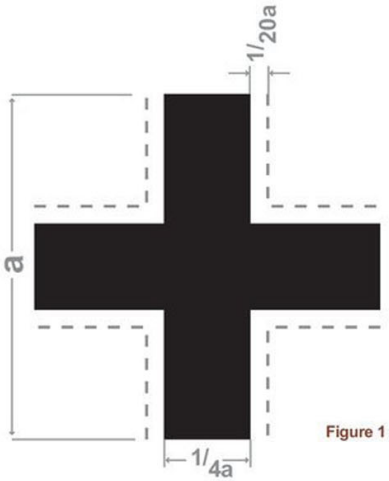
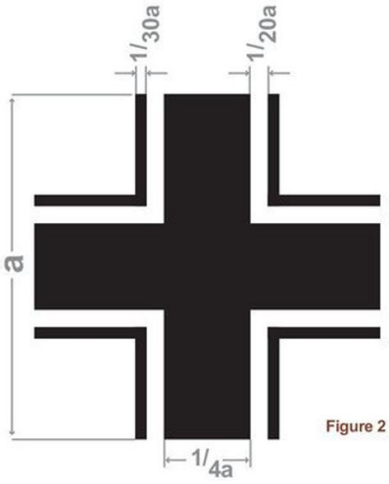

Figure 1
Figure 2
▶ Cette photo, qui semble tout droit sortie d'un magazine de propagande, montre un alignement d'Arado Ar 68 parfaitement anonymes, mais revêtus de la croix de fuselage « améliorée » (Fig. 2).
Au tout début, la *Balkenkreuz* est simplement noire avec un liséré blanc, dans les proportions de la figure 1. Vers la mi-1936, afin d'en augmenter la distance de visibilité, une bordure noire est ajoutée aux équerres blanches (**Fig. 2**).